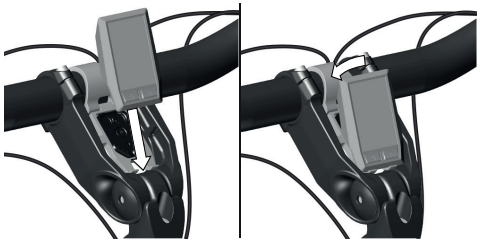

Abbildung 16 : Einsetzen des Displays
1. Setzen Sie den unteren Teil des Display in die Magnethalterung **47** (siehe Abbildung 16)